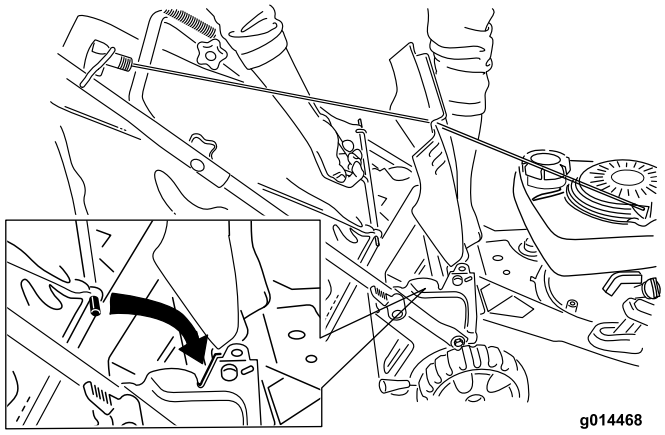

Bild 19
2. Heben Sie die hintere Klappe an und hängen Sie den Fangkorb in die Kerben ein; senken Sie die hintere Klappe dann ab (Bild 19).